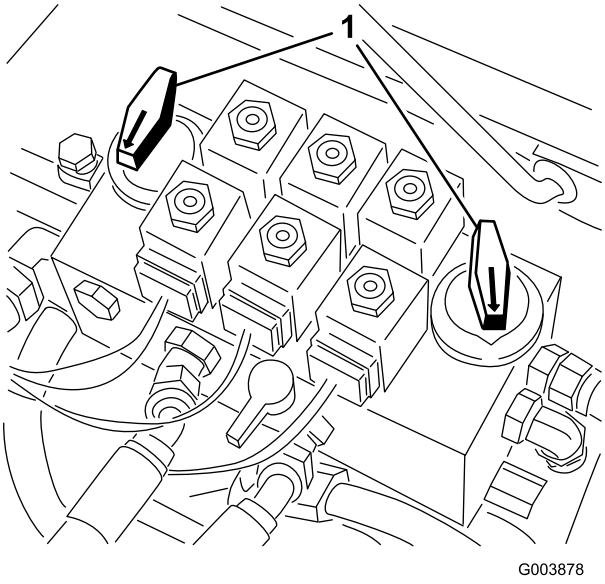

Figur 33
4. Vrid reglagen (Figur 33) tills indikatorpilarna är i linje med det nummer som markerar önskad inställning, för att ställa in cylinderhastigheten.